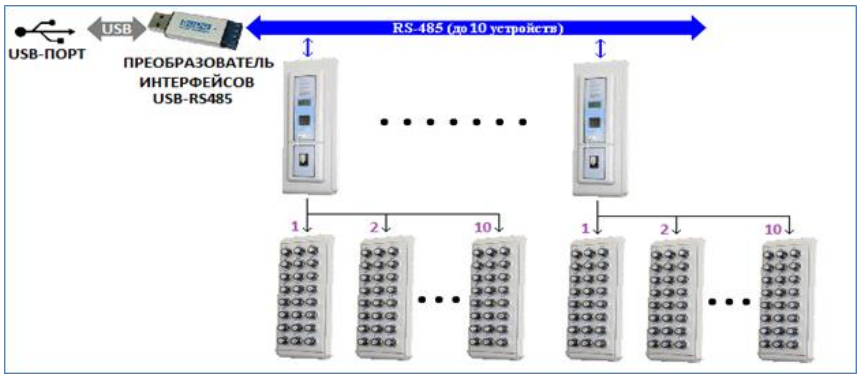

Рисунок 1-16 Рисунок 1 15 Схема подключения электронных сейфов для ключей к USB-порту
– к USB-порту (см. Рисунок 1-16),